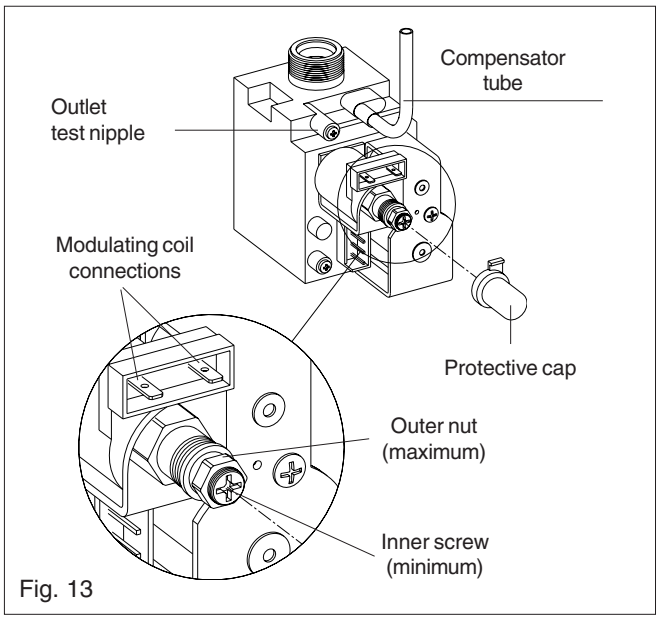

Fig. 13
7.3 CHECKING AND ADJUSTING BURNER PRESSURE (see fig. 13)